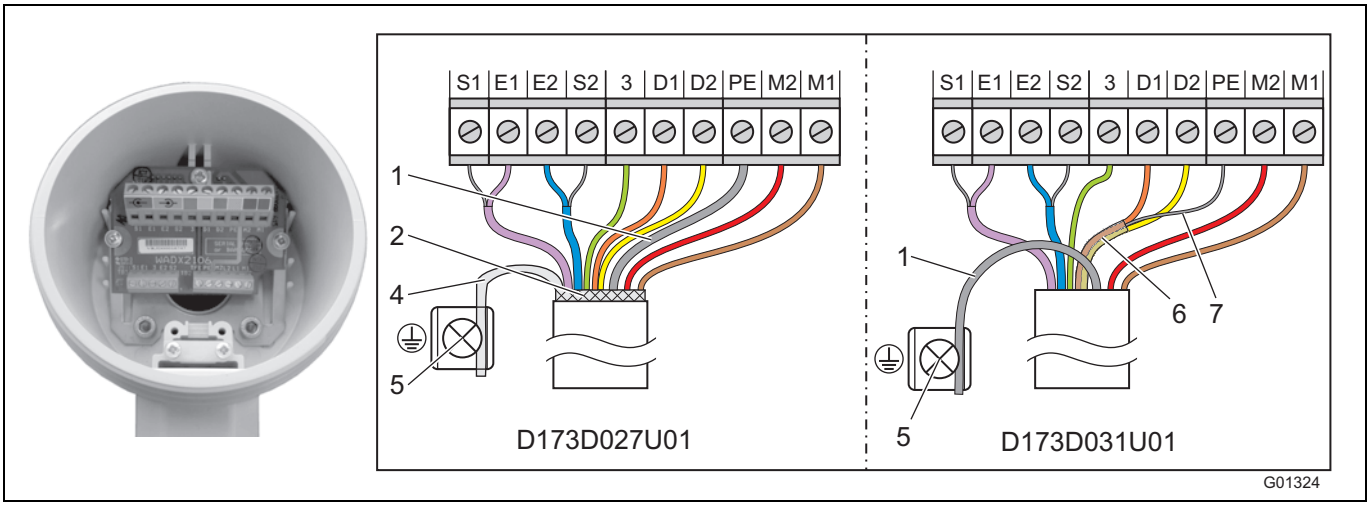

Fig. 34
Capătul de cablu de pe partea dispozitivului de înregistrare a valorilor de măsurare trebuie confecţionat ca în Fig. 34.
- Racordaţi toate celelalte fire conform reprezentării din Fig. 34.